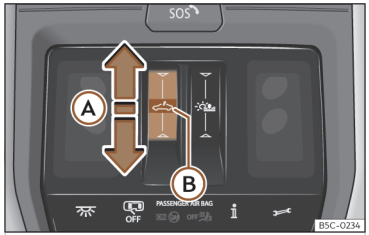

Abb. 87 Im Dachhimmel: Bedienelement für Panorama-Schiebedach.
››› **(Abb. 87)** Ⓐ ziehen.
- Innerhalb von etwa 5 Sekunden nach der Aktivierung des Einklemmschutzes den Finger nach vorne über den Funktionsbereich ⌂ ››› **(Abb. 87)** Ⓐ ziehen und gedrückt halten bis das Dach vollständig geschlossen ist.